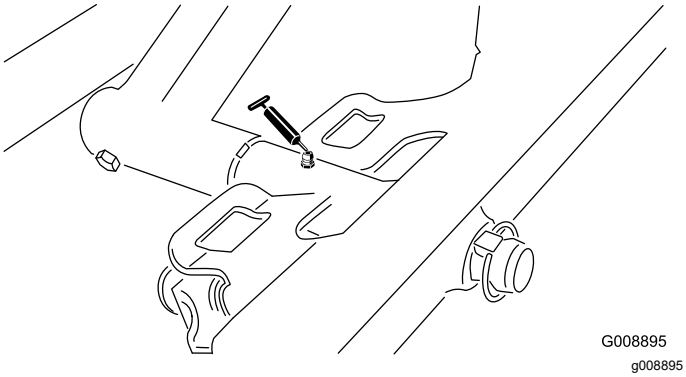

**Figur 61**
- Främre klippenhetstapp (Figur 61)